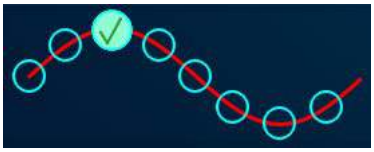

Figura 53 Exibição de forma de onda para a seleção da fase definida pelo usuário do ponto do modelo seguinte.
2. Clique em um círculo na exibição em forma de onda para selecionar uma fase no ciclo respiratório. (consulte Figura 53).